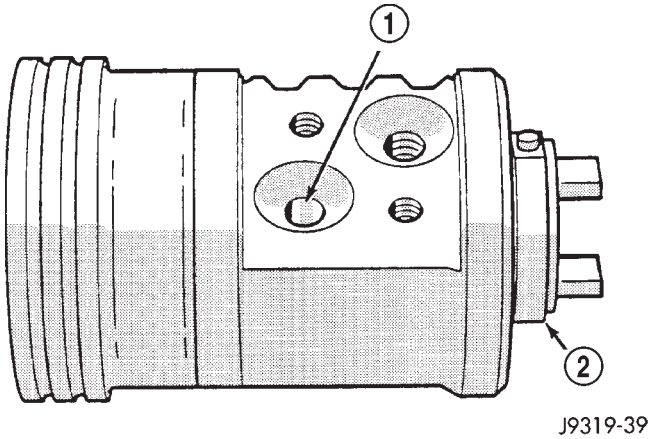

Fig. 40 Installing Balls in Rack Piston
(1) Check for scores, nicks or burrs on the rack piston finished surface. Slight wear is normal on the worm gear surfaces.
(2) Install O-ring and teflon ring on the rack piston.
(3) Install worm shaft in the rack piston and align worm shaft spiral groove with rack piston ball guide hole (Fig. 40).
(4) Lubricate and install rack piston balls through return guide hole while turning worm shaft COUNTERCLOCKWISE (Fig. 40).